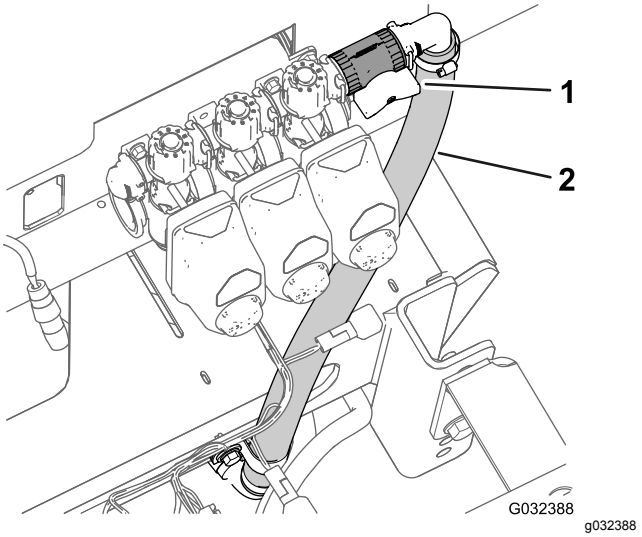
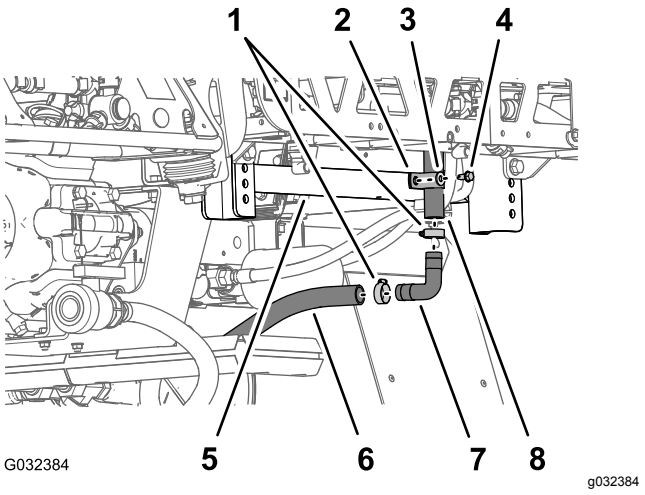

**Figur 50**
**Figur 51**
1. I den nederste ende af den øvre omløbsslange afmonteres flangehovedbolten (5/16 x 3/4 tomme), spændeskiven (5/16 tomme) og R-klemmen, der fastgør den øvre omløbsslange til den bageste sadelplade på maskinen (Figur 50 og Figur 51).
2. Fjern de 2 slangeklemmer, der fastgør øverste omløbsslange og nederste omløbsslange til 90 ° fitting med modhagere (Figur 51).
3. Fjern 90° fitting med modhagere fra slangerne (Figur 51).
5. Fjern T-fittingen fra aftapningsventilslangen og den bageste tankafløbsslange (Figur 51).